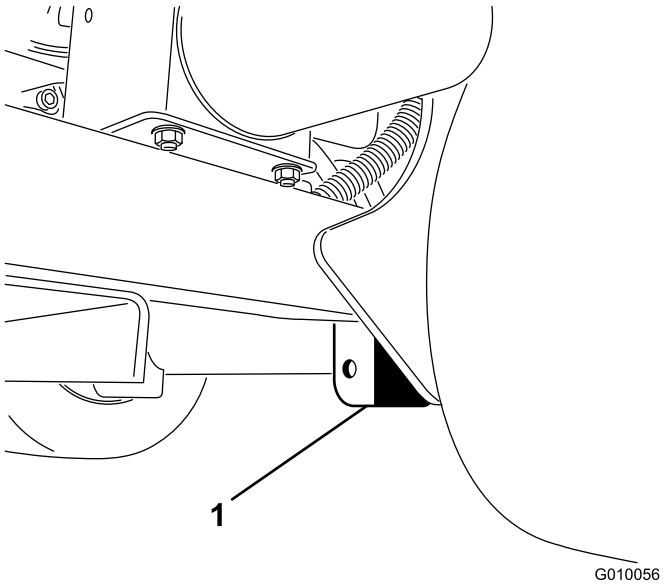

Figura 42
2. Coloque bem o apoio debaixo da chama do chassis, dentro da roda traseira (Figura 42).